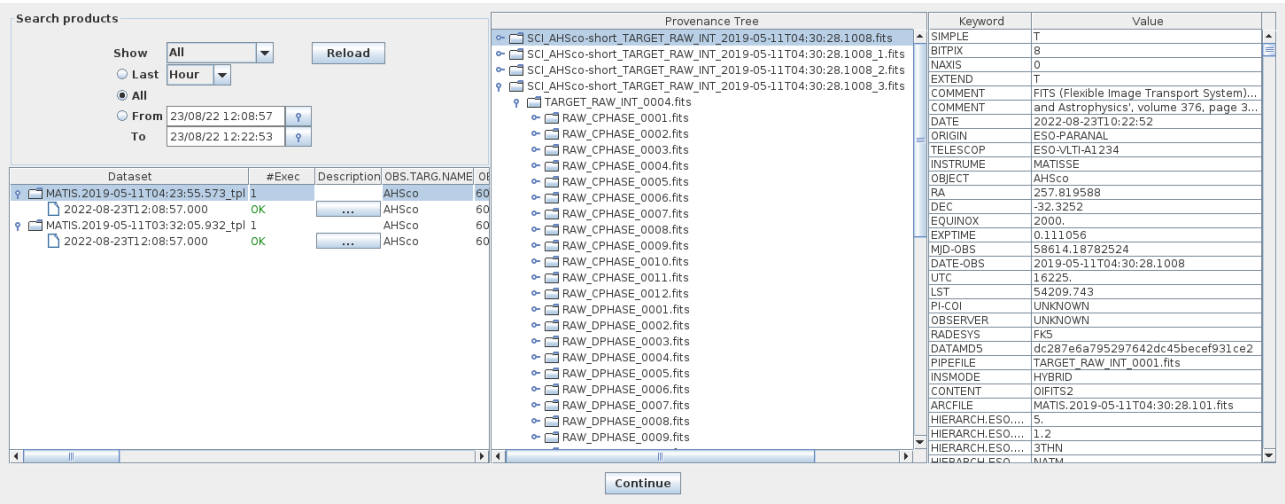

Figure 5.4: *The Product Explorer shows all datasets reduced in previous executions together with the full reduction chain for all the pipeline products.*
9. Once the reduction of all datasets has finished, a pop-up window called *Product Explorer* will appear, showing the datasets which have been reduced together with the list of final products. This actor allows the user to inspect the final data products, as well as to search and inspect the input data used to create any of the products of the workflow. Figure 5.4 shows the Product Explorer window. A full description of the *Product Explorer* will be presented in Section 7.2.4.
The ProductExplorer is an interactive component in the `esoreflex` workflow whose main purpose is to list the final products with the associated reduction tree for each dataset and for each reduction attempt (see Fig. 5.4).
The left window of the ProductExplorer GUI shows the executions for all the datasets (see Fig. 5.4). Once you click on a dataset, you get the list of reduction attemps. Green and red flags identify successfull or unsucessfull reductions. Each reduction is linked to the “Description” tag assigned in the “Select Dataset” window.